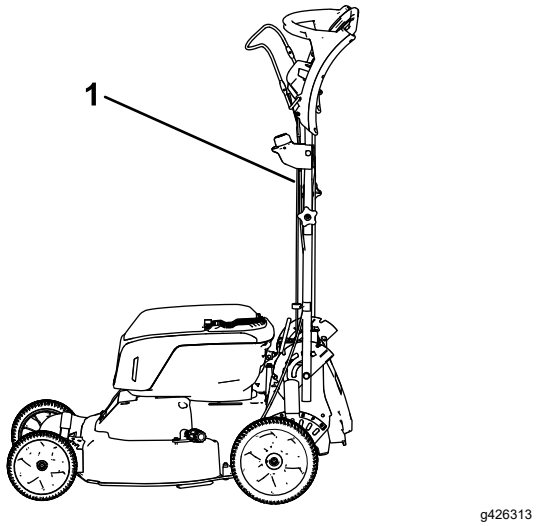

Figura 26
1. Bloquee el manillar en la posición vertical (Figura 26); consulte Ajuste de la altura del manillar (página 14).